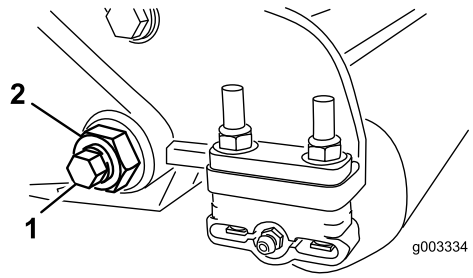
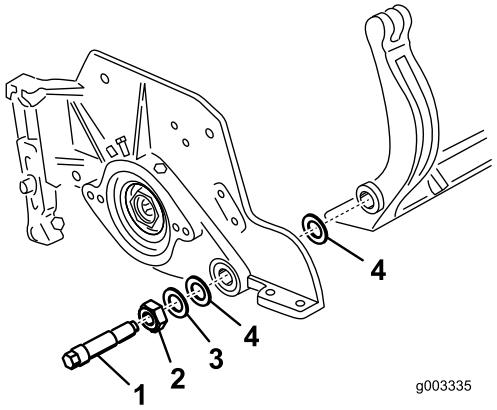
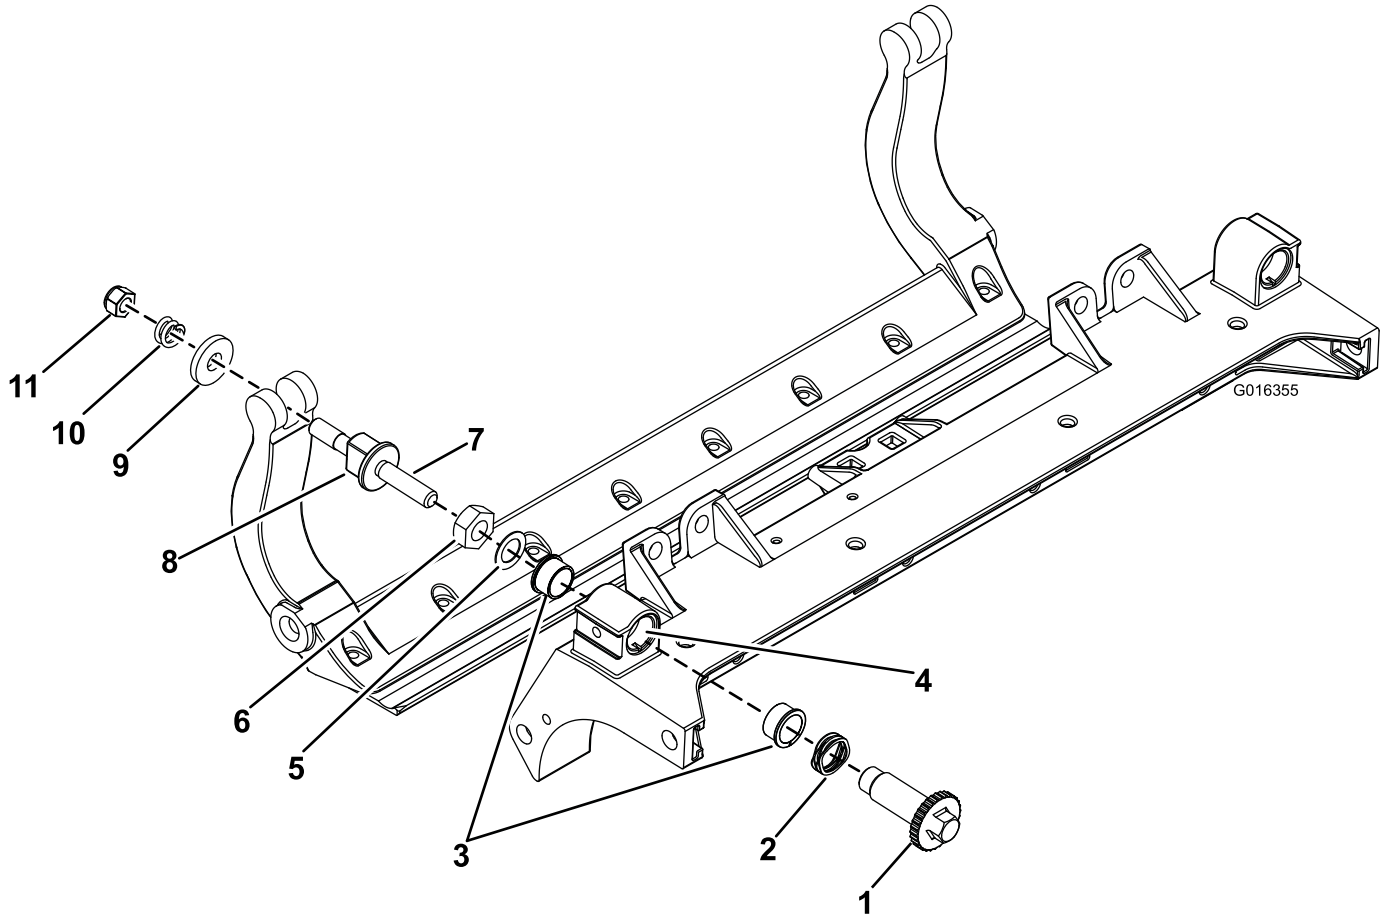

Figur 29
Figur 30
Figur 32
3. Løsn den låsemøtrik, som fastgør bundtværstangens bolt, på hver side af maskinen (Figur 29).
4. Afmonter bundtværstangens bolte, så bundtværstangen kan trækkes nedad og fjernes fra maskinen (Figur 29). Der skal være 2 nylonskiver og 1 præget stålskive på hver ende af bundtværstangen (Figur 30).
2. Fastgør bundtværstangen på hver sideplade med boltene (møtrikker på bolte) og 6 skiver. Der skal placeres en nylonskive på hver side af sidepladens nav. Anbring en stålskive på ydersiden af de udvendige nylonskiver (Figur 30). Stram bundtværstangens bolte til 27-36 N·m.
1. Fjern alle delene (se *monteringsvejledningen* for HD DPA-sæt modelnr. 120-7230 og Figur 32).
2. Påfør Never Seize på indersiden af støbestykket på klippeenhedens midterste ramme (Figur 32).
3. Ret splitterne på flangebøsningerne ind i forhold til rammen og monter bøsningerne (Figur 32).
4. Monter en flad spændeskive på justeringsakslen og skub justeringsakslen ind i flangebøsningerne i klippeenhedens ramme (Figur 32).
5. Fastgør justeringsakslen med en flad skive og låsemøtrik (Figur 32). Stram låsemøtrikken med et moment på 20-27 Nm.
9. Fastgør bundtværstangen på hver sideplade med boltene (møtrikker på bolte) og 6 skiver. Der skal placeres en nylonskive på hver side af sidepladens nav. Anbring en stålskive på ydersiden af hver nylonskive (Figur 32). Tilspænd bundknivens bolte med et moment på 37-45 N·m. Tilspænd låsemøtrikkerne, indtil den udvendige stålskive holder op med at dreje, og endeslør er fjernet, uden at overspænde eller bøje sidepladerne. Indvendige skiver har muligvis et mellemrum (Figur 30).